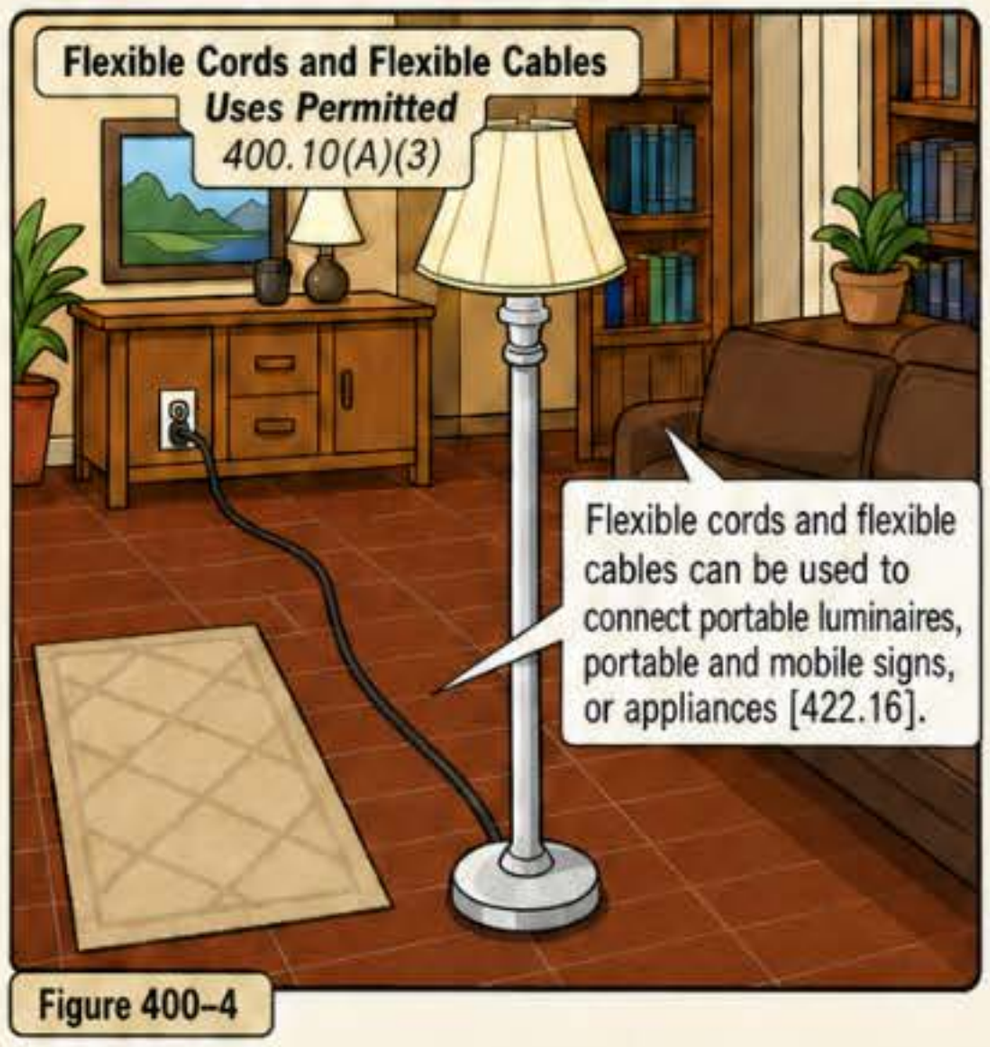

Figure 400–4
(1) Pendants [receptacles—210.50(A) and boxes—314.23(H)].
(2) Wiring of luminaires [410.24(A) and 410.62(B)].
(3) Connection of portable luminaires, portable and mobile signs, or appliances [422.16]. ♦ **Figure 400–4**
(4) Elevator cables.
(5) Wiring of cranes and hoists.
(6) Connection of utilization equipment to facilitate frequent interchange [422.16]. ♦ **Figure 400–5**
(7) Prevention of the transmission of noise or vibration [422.16].